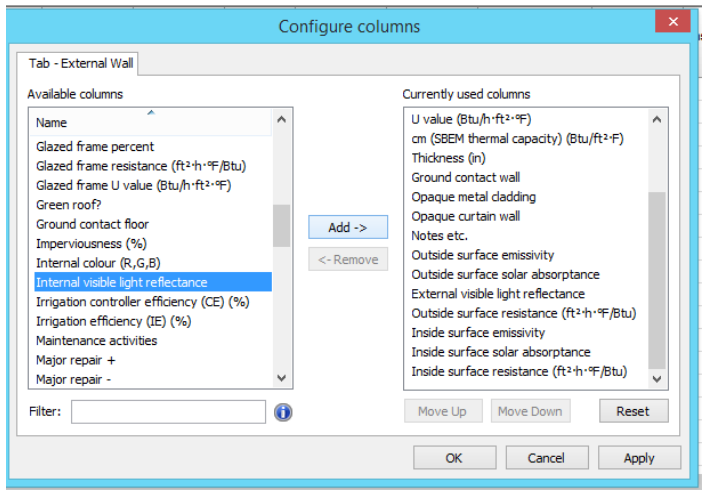

Figure 23 – Adding a column to “Currently used columns”
- Both Internal and External visible light reflectance can then be added to the “Currently used columns” (Figure 23)